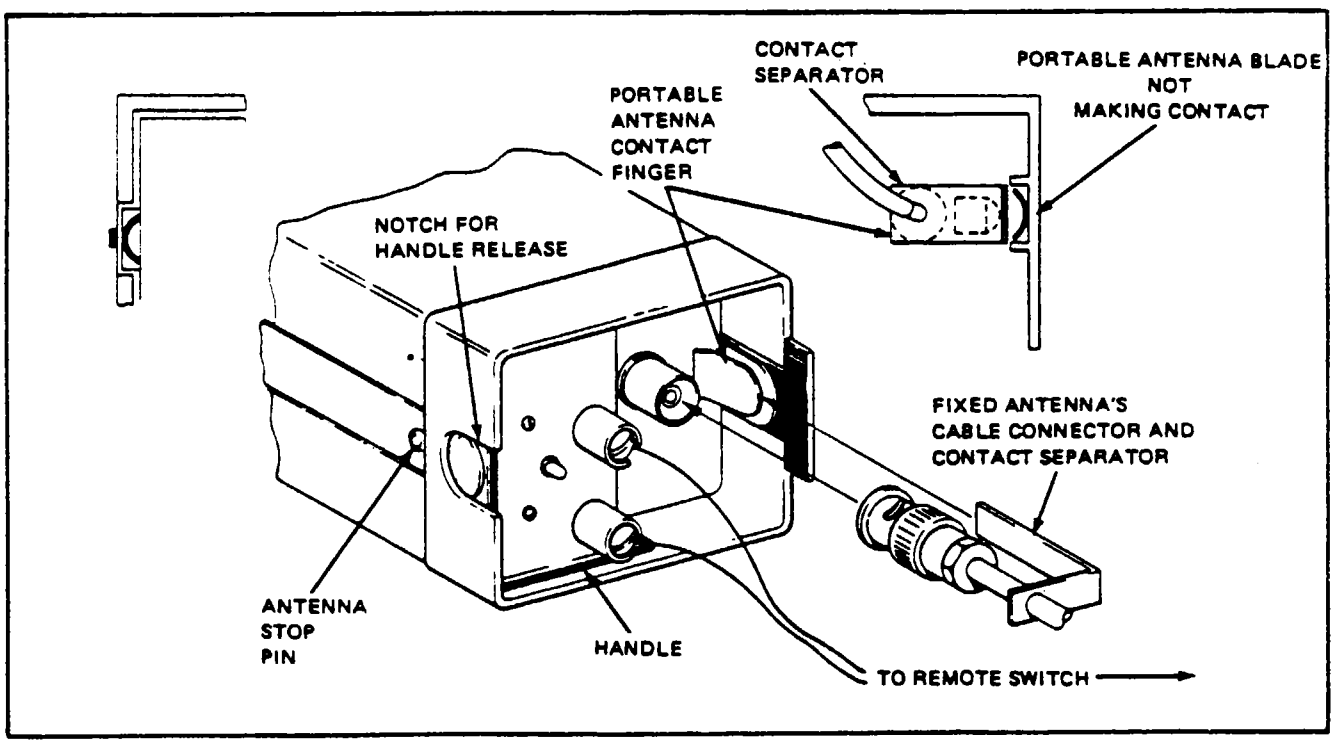

Figure 12-6. ELT Using Fixed Aircraft Antenna (Narco.)
m. Connect the antenna coaxial cable to the ELT and ensure that the contact separator is inserted between the antenna contact finger and the portable antenna. (Refer to Figure 12-6.)